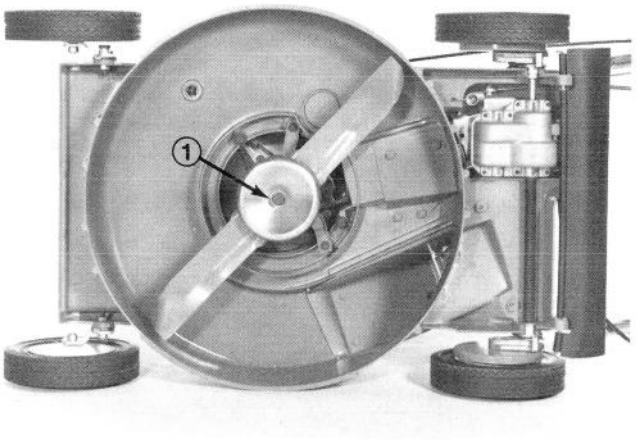

Afbeelding 31
4. Pak het uiteinde van het mes met een doek of een dikke gewatteerde handschoen vast. Verwijder de dopschroef, onderlegring, scalpeercup en het mes (Afb. 31).